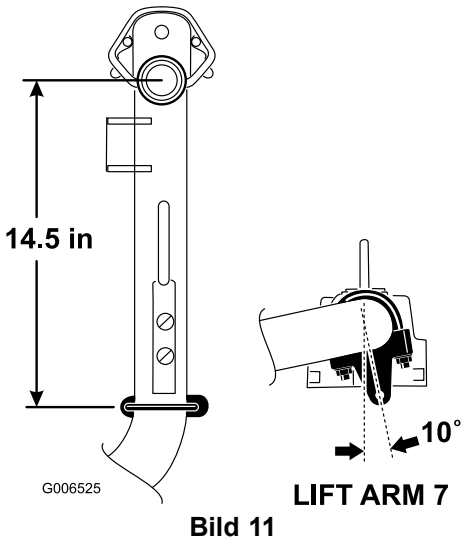

Bild 11
3. Positionieren Sie die Halterungen und U-Schrauben an den Hubarmen Nr. 6 und Nr. 7 368 mm hinter der Mittellinie des Kreuzgelenks (Bild 11). Drehen Sie die Halterungen um 10 Grad zur Außenseite der Maschine.